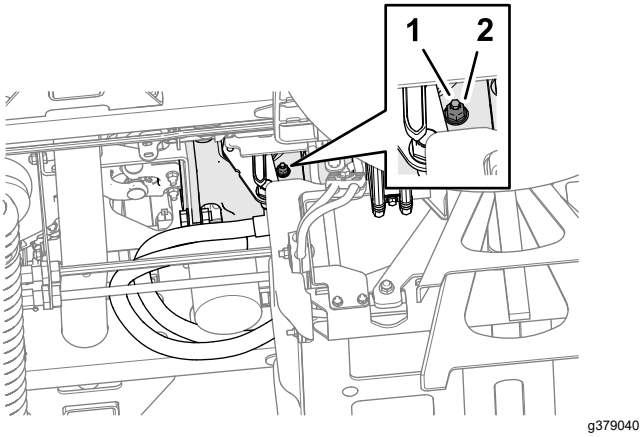

Figuur 105
3. Draai vanaf de onderkant van de machine en aan de rechterkant van de tractiepomp de borgmoer los waarmee de schroef voor het instellen van de terugkeer naar de neutraalstand is bevestigd (Figuur 105).